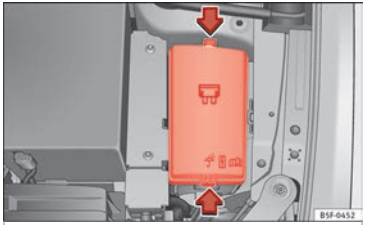

Fig. 104 In the engine compartment: fuse box cover.
- Press the locking tabs to release the fuse box cover ››› Fig. 104.